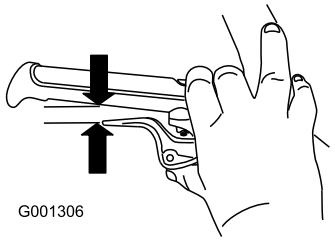

Figur 9
5. Klem hjulkoblingsarmen helt, og kontroller afstanden mellem den nederste del af håndtaget og enden af hjulkoblingsarmen (Figur 9).